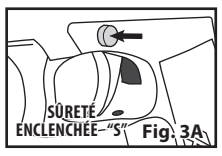

Fig. 3A
- Poussez la sûreté à partir du côté gauche et complètement vers la droite jusqu'à ce que l'ANNEAU ROUGE autour de la sûreté NE SOIT PLUS VISIBLE, sur le côté gauche de l'arme à air comprimé. La sûreté de l'arme à air comprimé est maintenant ENCLENCHÉE (voir Fig. 3A).